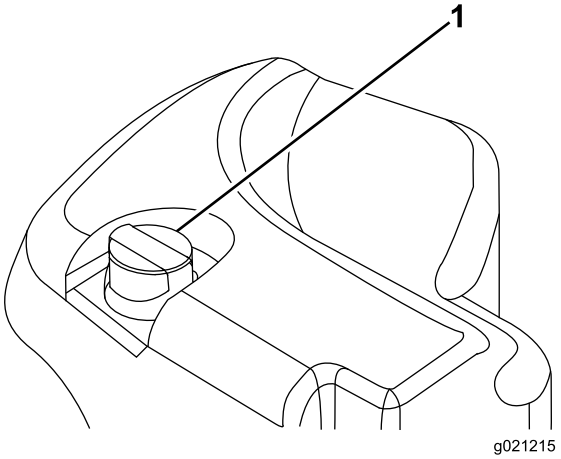

Figur 31
2. Rengør området omkring påfyldningsstudsen og hydrauliktankens dæksel (Figur 31).